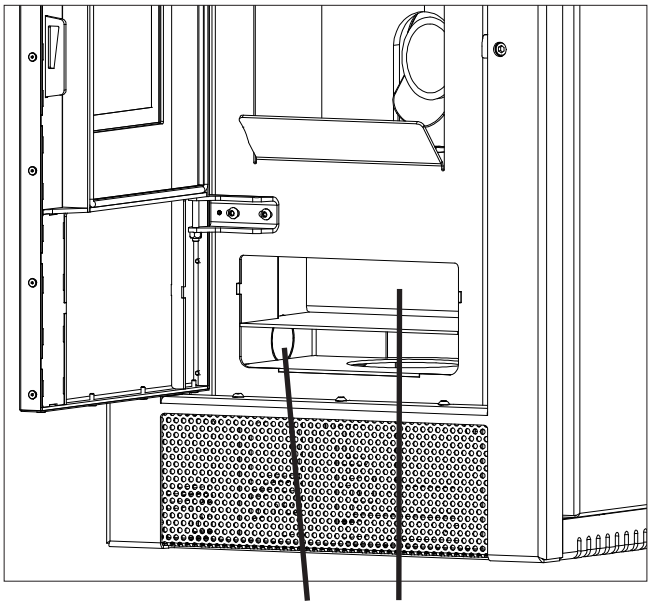

Fig.7b
- Der Aschekasten befindet sich hinter der Feuerraumtür. Zum Reinigen die Verriegelung des Aschekastens lösen und den Aschekasten nach vorn herausziehen. Zusätzlich den Bereich unterhalb des Aschekastenfachs (Rauchgaszüge) reinigen (siehe Fig.7b).